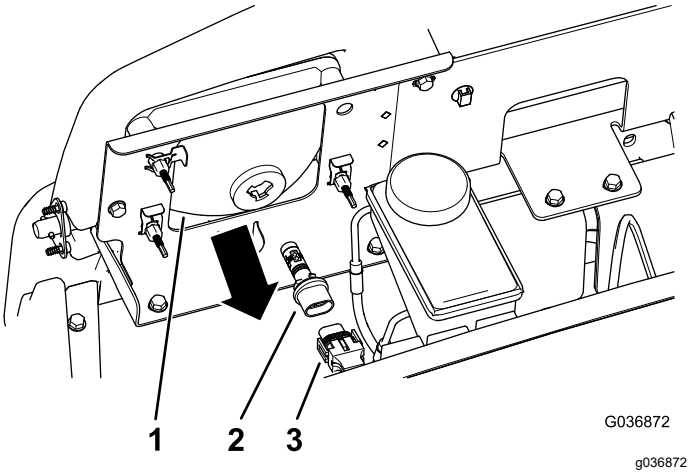

Figur 54
3. Koppla loss kablagets elektriska anslutning från lampans kontakt på baksidan av lamphuset (Figur 54).
4. Vrid lampenheten en kvarts varv motsols och dra den bakåt, ut ur lamphuset (Figur 54).
5. Sätt i den nya lampenheten och lamphuset och passa in flikarna på lampenheten efter skårorna i lamphuset (Figur 54).
6. Fäst lampenheten genom att vrida den ett kvarts varv medsols (Figur 54).
7. Anslut kablagets elektriska anslutning till den nya lampenhetens kontakt (Figur 54).